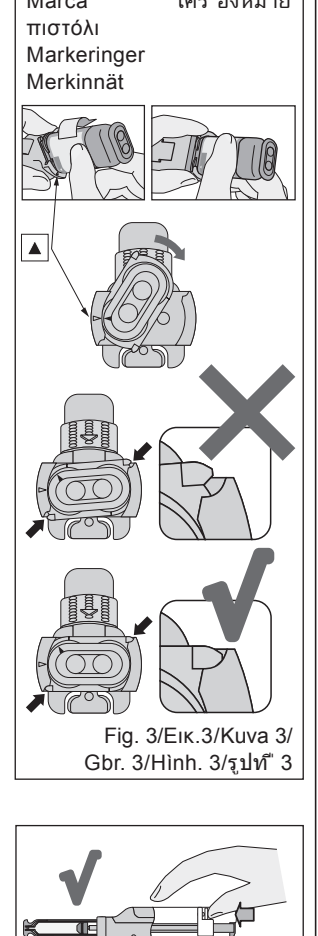

Fig. 3/Εικ.3/Kuva 3/
2. Laddning av Paste Pak Patron. (Fig. 3)